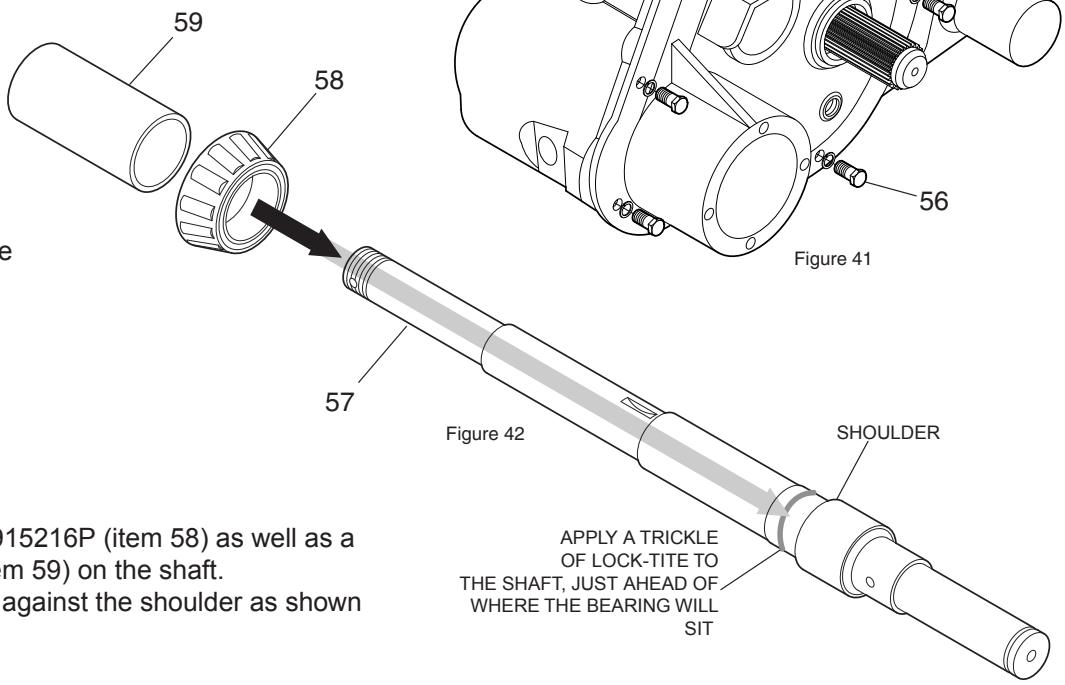
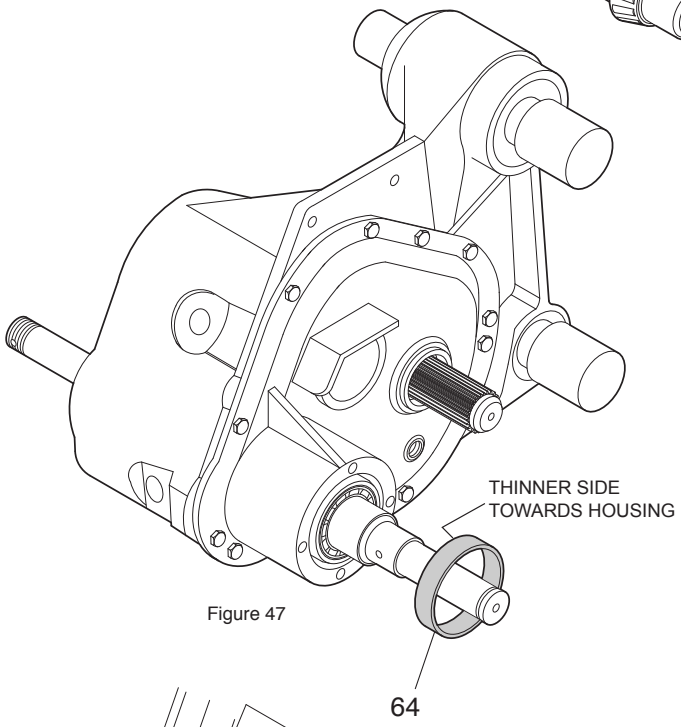

Figure 42
Figure 47
The bearing must rest against the shoulder as shown in figures 42 and 43.
Insert the bushing ring (item 64) (included with the bearing #T2915216P) (item 58) in figure 42) between the bearing and the housing as shown in figure 47. The thinner side of the bushing must face the housing. The thicker side must face out.